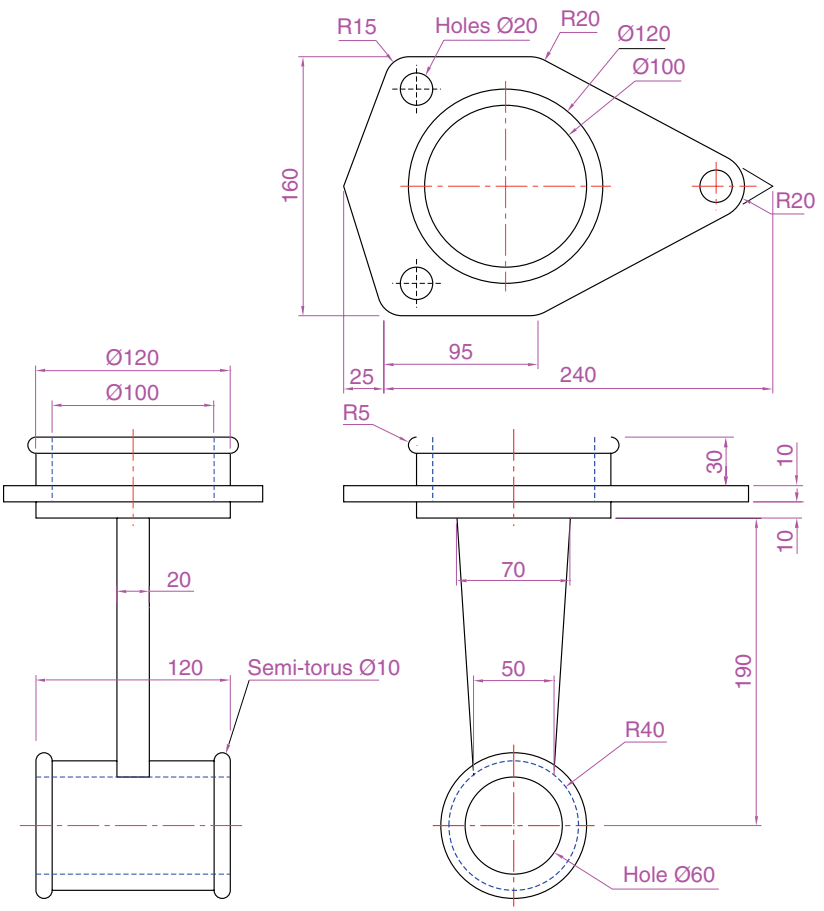

Fig. 16.37 Exercise 3
3. A three-view drawing of a hanging spindle bearing in third angle orthographic projection is shown in Fig. 16.37. Working to the dimensions in the drawing, construct a 3D model drawing of the bearing. Add lighting and a material and render the model.